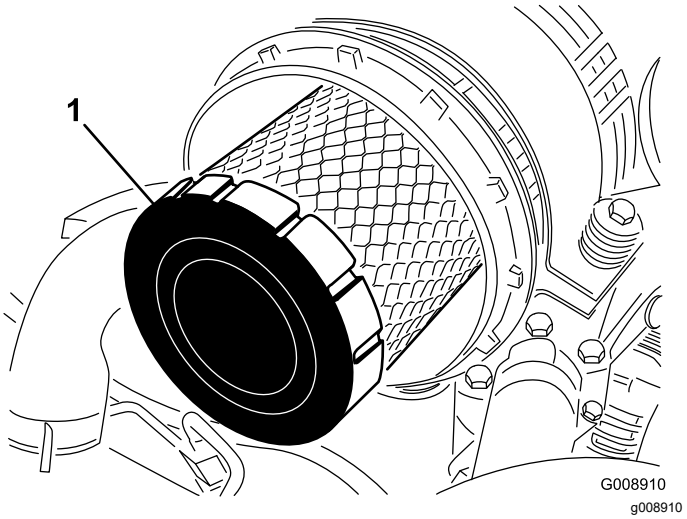

Figur 46
4. Ta ut og skift det primære filteret (Figur 46).